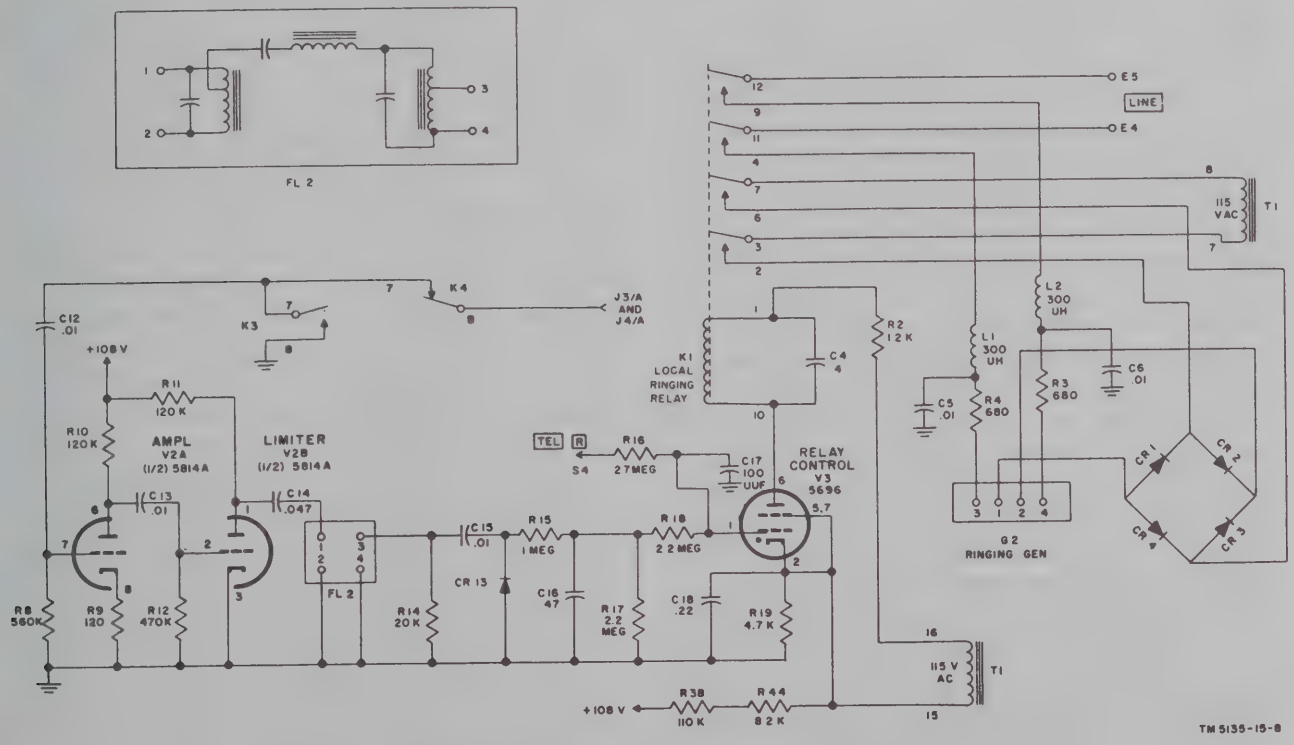

Figure 10. Local telephone ringing circuit.
22. Local Telephone Ring Circuit (fig. 10)